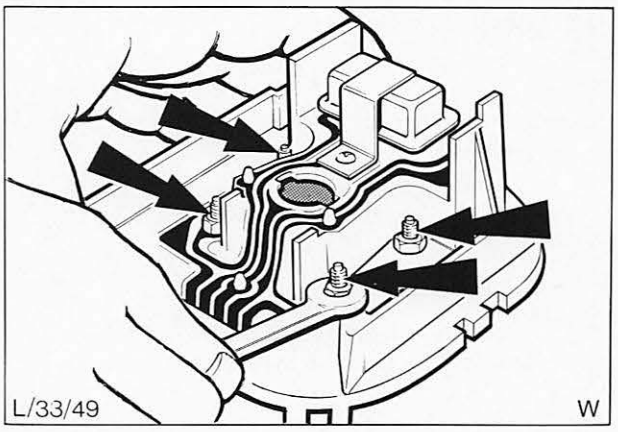

Abb. 67 Lage der Befestigungsmuttern – Kraftstoff-Vorratsanzeiger und Kühlwasser-Fernthermometer (kombinierte Ausführung)
2. Schrauben (4) – Nebeninstrumentengehäuse am Kombi-Instrument entfernen.
4. Muttern und Scheiben von den beiden Stiftschrauben entfernen und Kraftstoffvorratsanzeiger abbauen, Abb. 67.